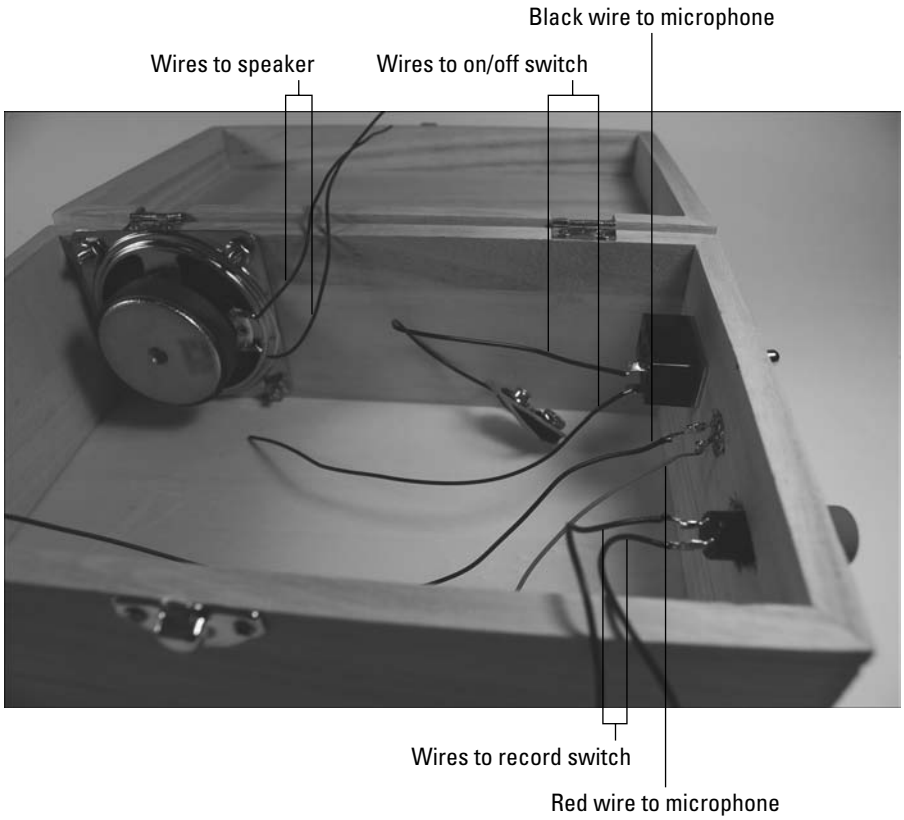

Figure 14-11: Couch Pet-ato box with wires soldered to switches, microphone, and the speaker.
8. **Connect 6" wires (any color will work just fine) to the speaker and the record switch and solder them, as shown in Figure 14-11.**
9. **Connect the black wire from the battery pack snap and another 6" black wire to the on/off switch and solder them together, as shown in Figure 14-11.**
10. **Connect a 12" red wire and a 12" black wire to the microphone and solder them, as shown in Figure 14-11.**